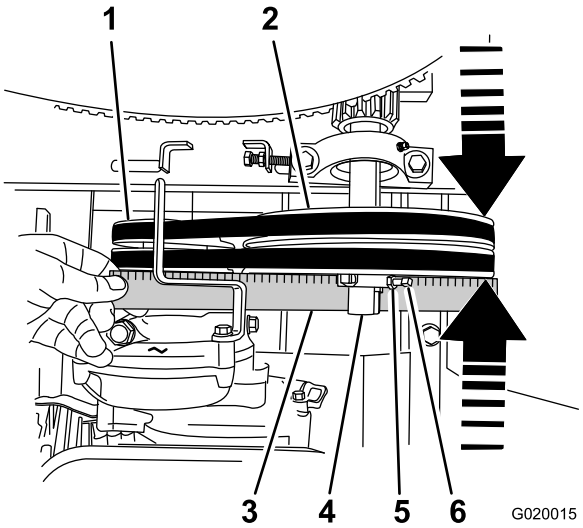

Figure 74
2. Place a straightedge across the face of the engine pulley and the idler pulley (Figure 74).
B. Loosen the locknuts and setscrews that secure the idler pulley to the idler shaft (Figure 74).
C. Using a soft-face mallet, tap the idler pulley forward or backward along the idler shaft until the engine pulley and the idler pulley are aligned to the straight edge (Figure 74).
D. Tighten the setscrews and locknuts that secure the idler pulley to the idler shaft (Figure 74).